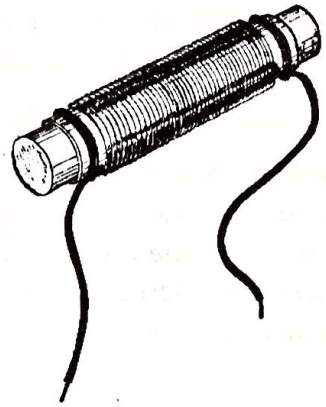

Рис. 4
4. К началу и концу обмотки припаяйте изолированные гибкие многожильные провода длиной 20 см. С их помощью катушка включается в схемы. Для защиты запаянных участков от обрыва концы катушки прикрепите ниткой к каркасу. Свободные концы многожильных проводов оголите на 10 мм (см. рис. 4).